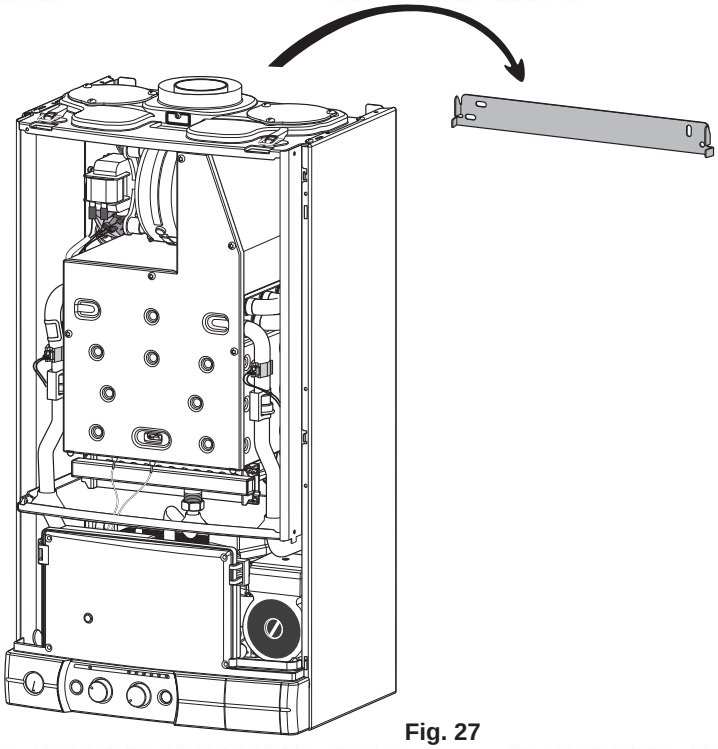

Fig. 27
- offer the water heater up to its bracket and allow it to drop into position while pressing on it **(Fig. 27)**